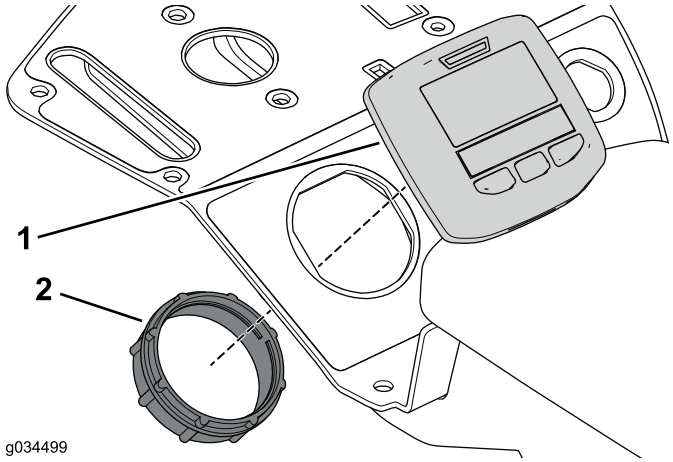

Rysunek 28
3. Za pomocą pierścienia ustalającego zamocuj wyświetlacz do wspornika konsoli (Rysunek 28).